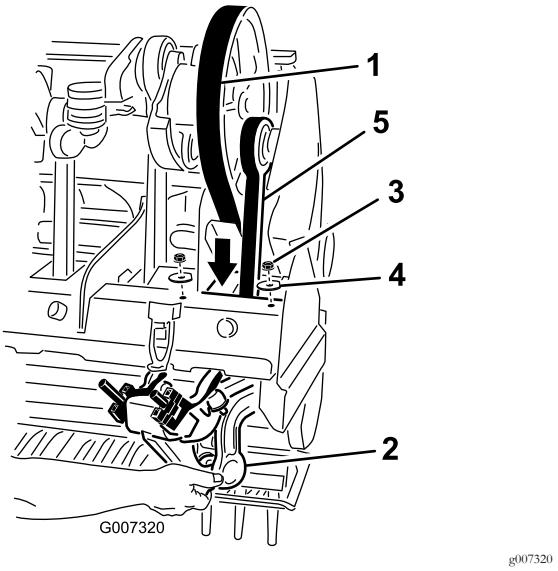

**Figur 39**
5. Løsn og fjern de 2 låsemøtrikker og spændeskiver, der fastgør Rotalink-enhedens dæmper til 1. stampearm (Figur 39).
7. Før drivremmen ned gennem kernehovedrammen og omkring den nederste ende af 1. stampearm (Figur 39).